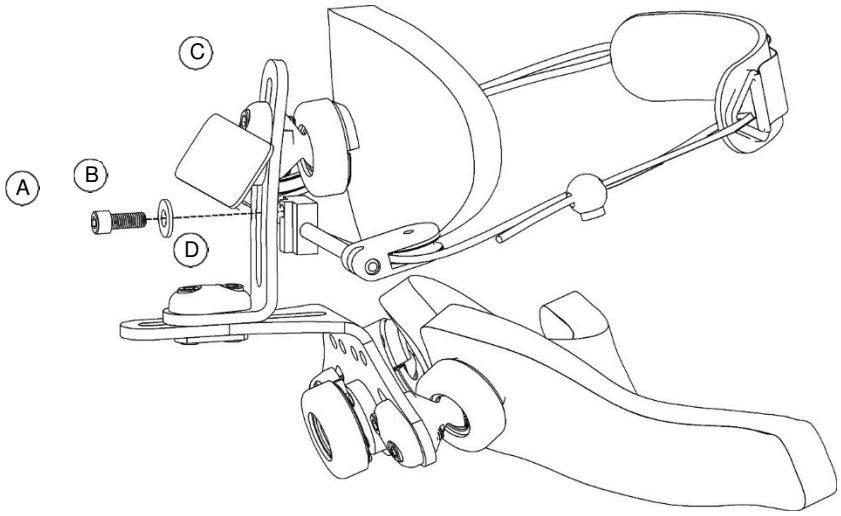

Fig. 3
Befestigung der vorderen Stütze an den S.O.F.T.-Grundplatten-Baugruppen. (Fig. 3)
2. Siehe Fig. 3. Ziehen Sie die Schrauben (Fig. 3, A) fest an. Die Halterung für die schwenkbare seitliche Stütze kann entweder links oder rechts angeschraubt bzw. in einer ein- oder beidseitigen Konfiguration verwendet werden.